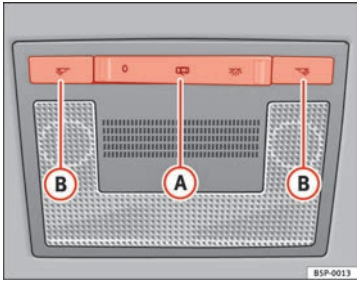

Fig. 77 Interior roof trim: front interior lighting
The switch (A) ⇒ Fig. 77 is used to select the following positions:
Push the switch to position O ⇒ Fig. 77.